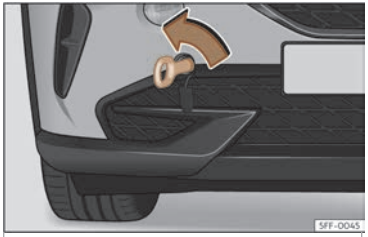

Fig. 45 Part dreta del para-xocs davanter:argolla de remolc enroscada.
- Enrosqueu l'argolla de remolc a l'allotjament girant-la al màxim **en el sentit contrari al de les agulles del rellotge**››› **fig. 45** ››› ❗. Utilitzeu un objecte adequat amb el qual pugueu enroscar completament i fermament l'argolla de remolc en el seu allotjament.